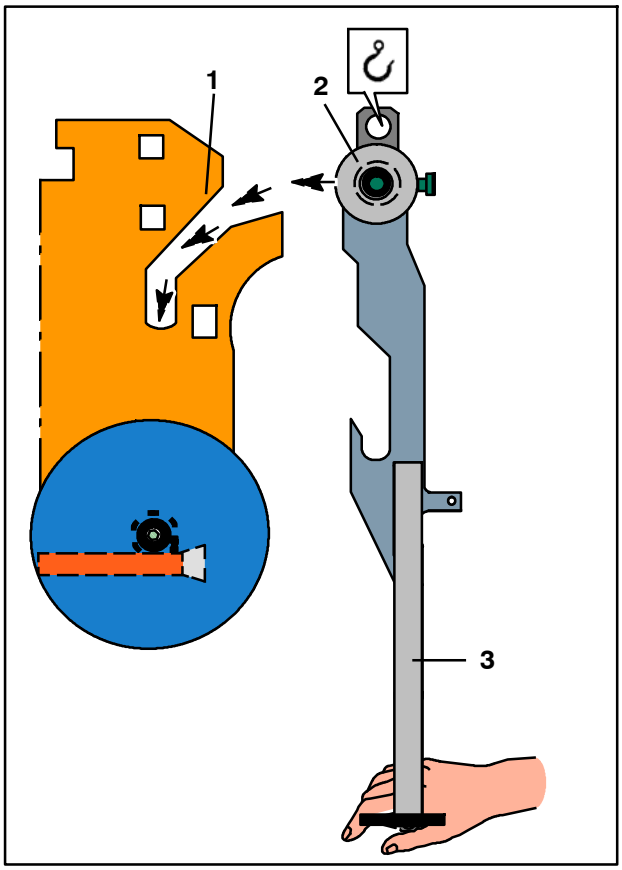

Fig. 161 Dispositif de suspension
Se servir de l'étrier (Fig. 161/3) pour guider le dispositif de suspension et compenser les oscillations.
11. Actionner la grue d'atelier et transporter avec précaution le dispositif de suspension de façon centrée dans FoilStar en évitant le plus possible les à- coups et en veillant à ce que les galets de centrage (Fig. 161/2) du dispositif de suspension s'engagent dans les guidages forcés (Fig. 161/1) - éviter tout basculement.